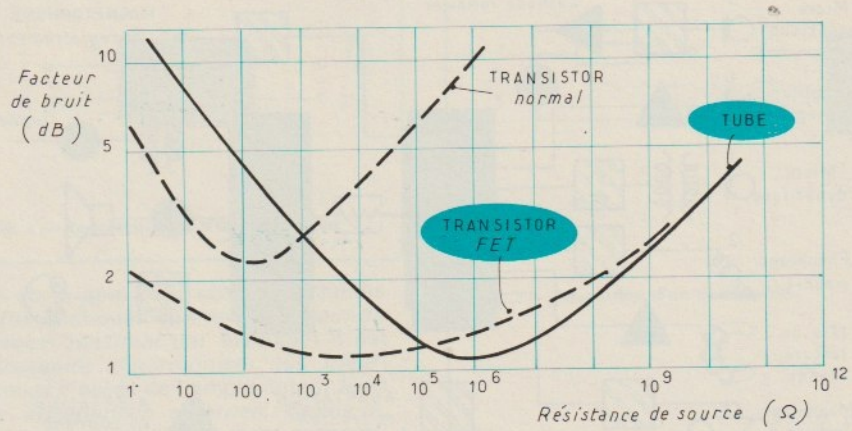

Fig. 6 — Caractéristiques typiques du facteur de bruit à l'entrée d'un préamplificateur.
La figure 6 montre, à ce sujet, qu'il existe dans les trois technologies d'amplificateurs une zone d'adaptation optimale qui fixe l'*impédance de source* idéale, avec une tolérance qu'il ne faut cependant pas exagérer. Pour fixer un ordre de grandeur :
b) abaisser les *impédances de sources* pour se placer au minimum de bruit de fond (voir figure 6),